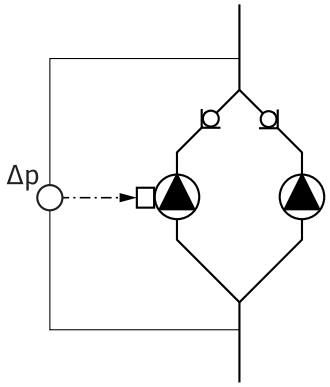

*Fig. 18: Ejemplo, conexión de la sonda de presión diferencial*
- En el ejemplo de la Fig. 18, la bomba principal es la bomba que está a la izquierda según el sentido del flujo. Conecte la sonda de presión diferencial a esta bomba.
- Los puntos de medición de la sonda de presión diferencial de la bomba principal deben estar en el tubo colector correspondiente en el lado de aspiración y de impulsión del sistema de bomba doble (Fig. 18).